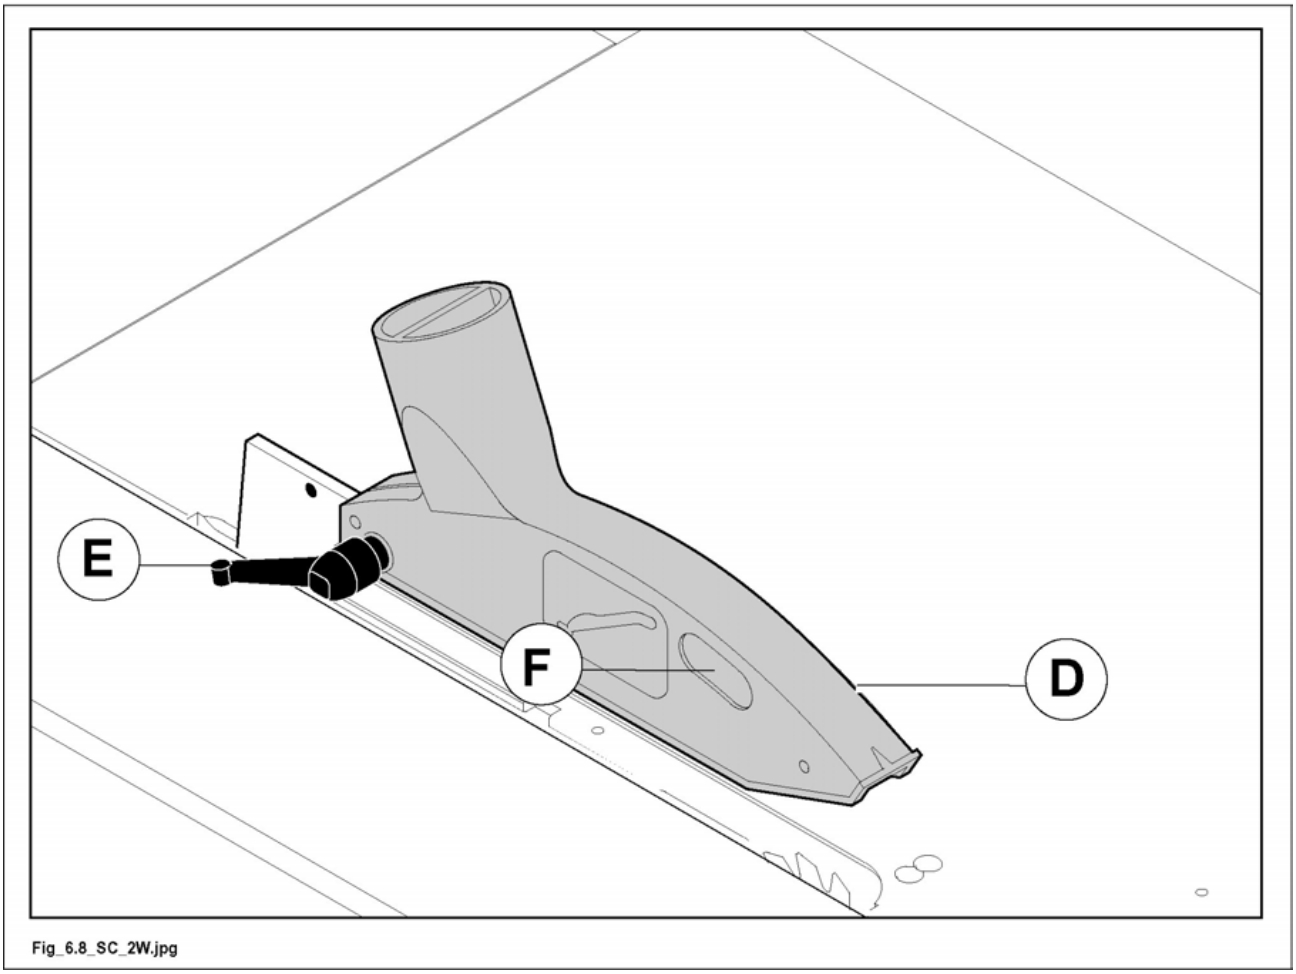

Fig. 6.8
- Clamp handle (E fig. 6.8) for locking guard (D fig. 6.8) in the desired position.
- By means of handle (F fig. 6.8) adjust the guard height according to the thickness of the piece to be cut (the distance between guard and piece shall be 2÷3 mm). Such position will be kept.